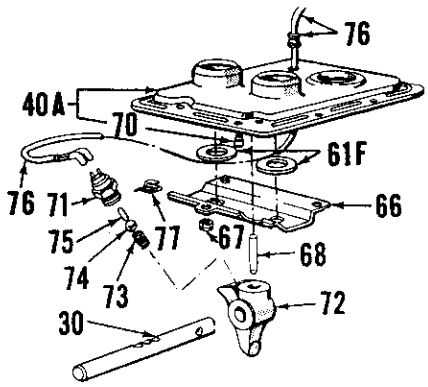

Fig. 200–Exploded view of late production pressed steel shift cover assembly. Refer to Fig. 199 for cast iron cover.
On late production transmissions, unbolt and lift shift cover assembly, then disconnect wiring (76—Fig. 199 or 200) from starter safety switch (71), then remove shift cover from transmission. The starter safety switch can now be serviced at this time. Other than components shown in Figs. 199 or 200, shift lever assemblies are same as shown in exploded view in Fig. 198. When reinstalling cover, be sure that dowel pin (70—Fig. 199 or 200) and switch retainer locating pin 69—Fig. 199 or 68—Fig. 200) are in place and reconnect wiring to starter safety switch. Be sure dowel pin and retainer locating pin properly engage shift cover as it is being lowered into place. Tighten cover retaining cap screws to a torque of 23-29 Ft.-Lbs. Be sure that starter will engage only when high-low shift lever is in neutral position.